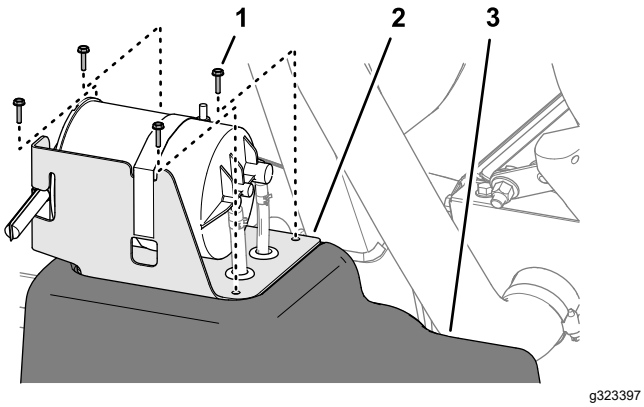

図 92
5. カーボンキャニスタ用ブラケットの穴を燃料タンクの穴にあわせる図 92。
6. ブラケットをタンクに組み付ける 図 92 ねじ#10 x ¾"4 個を使用する。